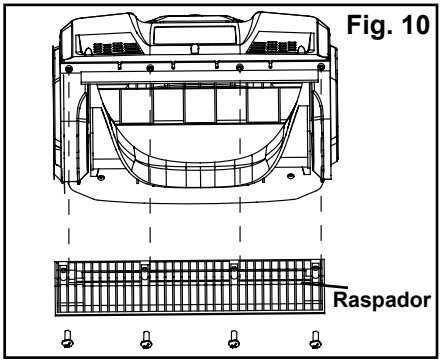

Fig. 10
- Quite el raspador y deséchelo de la manera apropiada. (Fig. 10).